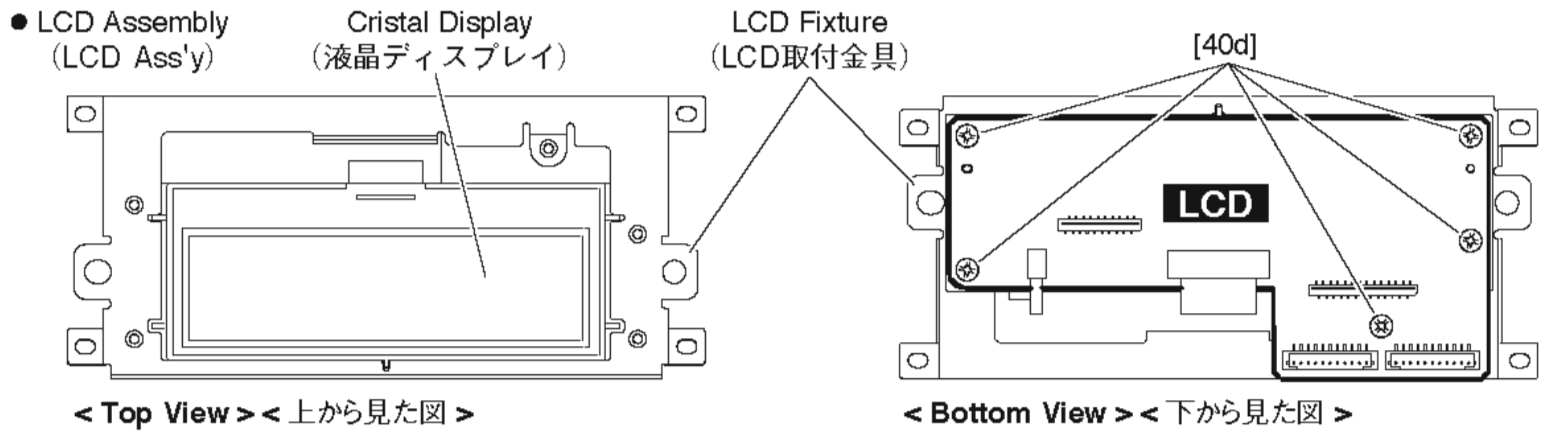

Fig.8 (図 8)
7-3 Remove the five (5) screws marked [40d]. The crystal display and LCD circuit board can then be removed from the LCD fixture. (Fig.8)
7-3 [40d] のネジ 5 本を外して、液晶ディスプレイ、LCD シートを LCD 取付金具から外します。(図 8)